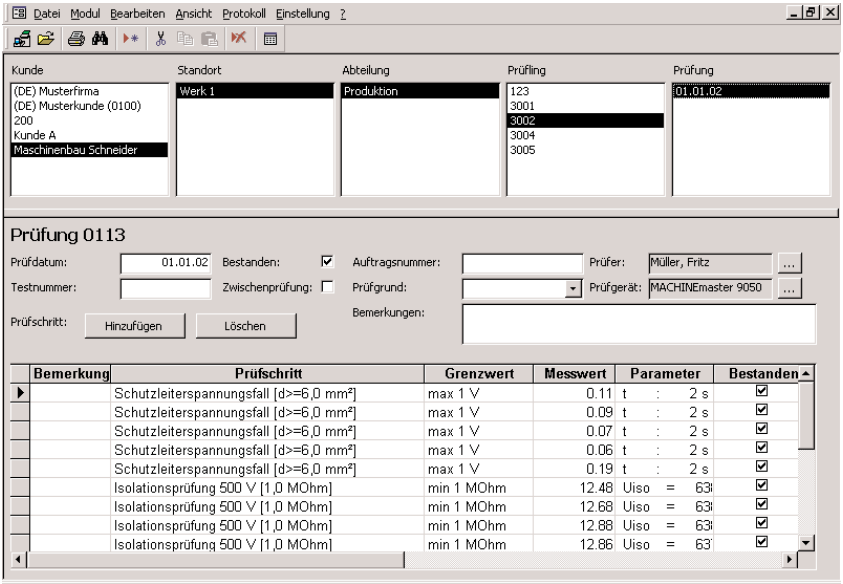

Bild 11.26: Fenster "Ansicht Prüfung"
- Überprüfen Sie den Eintrag der Prüfung in der Datenbank, wählen Sie dazu Prüfling 3002 und klicken Sie auf die Prüfung vom 01.01.02, die eingelesenen Messergebnisse werden wie in Bild 11.26 dargestellt.